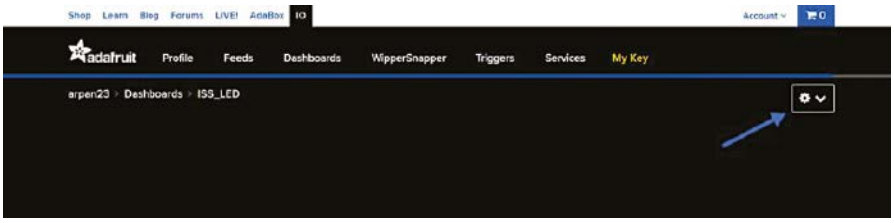

Rysunek 5. Tworzenie nowego bloku
3. Kliknij utworzony panel nawigacyjny i wybierz ikonę koła zębatego po prawej stronie (**rysunek 5**). Następnie wybierz **„Create a new block"** (utwórz nowy blok) i kliknij przełącznik (patrz ON na **rysunku 6**).